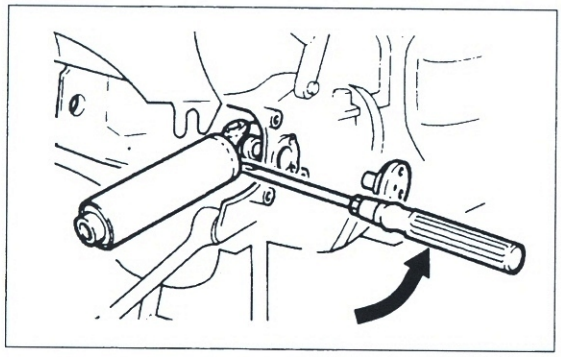

Bild 208
- Gelenkwelle mit kräftigem Schraubendreher heraushebeln (Bild 208).